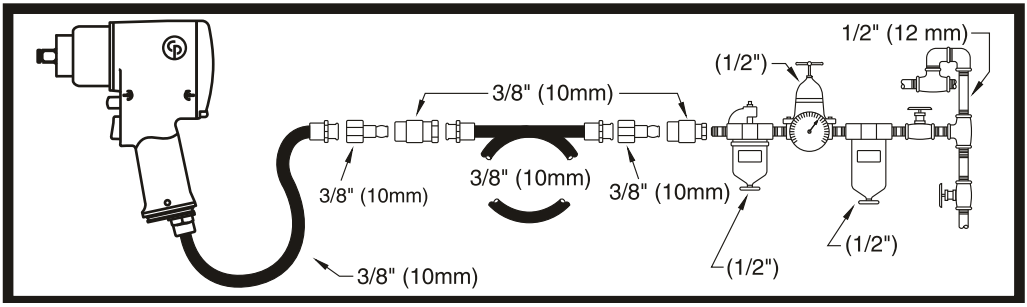

Fig. 01
- Connect device as shown in Fig. 01 to a clean and dry air supply.
- To start the machine, pull the trigger (A). Machine speed is increase by increasing pressure on the trigger. Release the trigger to stop.
- Schließen Sie das Gerät wie in Abb.01 an eine saubere und trockene Druckluftquelle an.
- Um die Maschine zu starten, muss der Auslöser (A) gezogen werden. Der Druck auf den Abzug bestimmt die Geschwindigkeit des Motors. Um die Maschine zu stoppen, den Auslöser wieder freigeben.